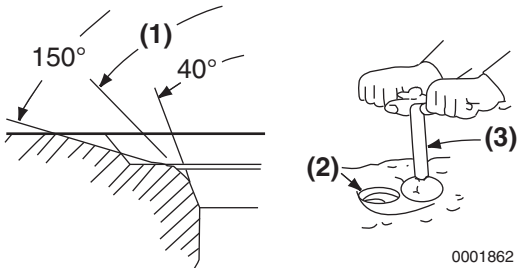

Figure 6-21
Light cutting can be performed by the use of a hand-operated cutter **(Figure 6-21, (3)).**
Valve seat diameter can be adjusted by top-grinding with a 150° stone to make the seat diameter smaller, and bottom-grinding using a 40° stone to make the seat diameter larger. Once the seat location has been corrected, grind and lap the seat angle **(Figure 6-21, (1))** to specification. *See Cylinder Head on page 6-5 for the service limit.*